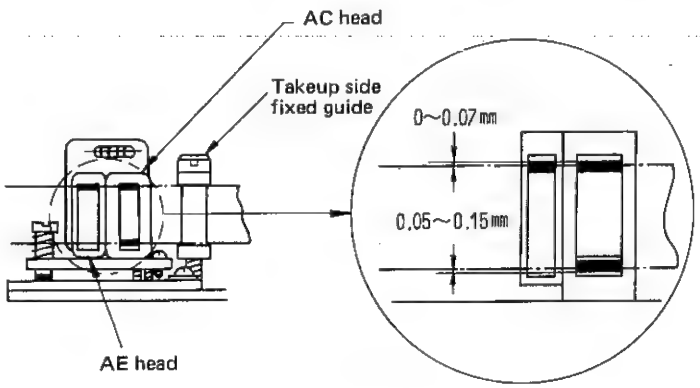

Figure 35.
3. Check that the height and tilt of the A/C head are just as shown in Figure 35 in relation to the tape.
5) Check that the height of the AC head is as shown in Figure 35 in relation to the tape.